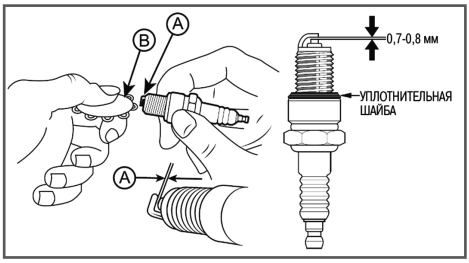

Рис. 26 Проверка зазора между электродами
4. Измерьте зазор А между электродами свечи зажигания специальным щупом В. Зазор А должен быть 0,7-0,8 мм (Рис. 26). При увеличении или уменьшении требуемого зазора, рекомендуется заменить свечу, так как регулировка зазора может привести к изменению качества искрообразования.